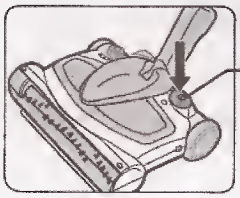

Fig. 8
2. Presione el botón de encendido para hacer funcionar la unidad. Para apagarla, presione nuevamente el botón. (Fig. 8)